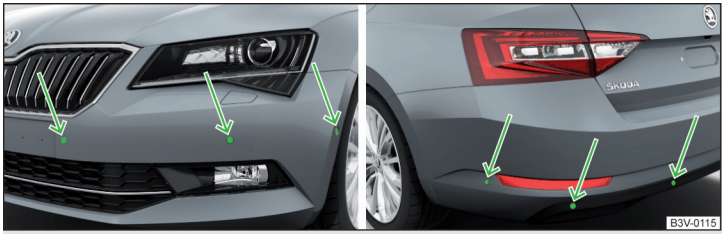

Fig. 158 **Lugar de montaje y sensores de ultrasonidos: delantero / trasero**
- Mantener los sensores del sistema » fig. 158 *de la pág. 144* limpios, libres de nieve y hielo, y no cubrirlos con ningunos objetos, de lo contrario puede estar limitado la función del sistema.
El sistema calcula la distancia entre el parachoques y un obstáculo mediante ondas ultrasónicas. Los sensores ultrasonidos se encuentra según el equipamiento del vehículo en el parachoques trasero y/o también en el delantero » fig. 158.